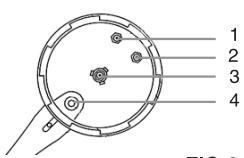

FIG.2
1. Compruebe el correcto funcionamiento de la válvula de seguridad *(4)* y de la válvula de alarma *(3)* presionando en el detector de presión con la varilla *(13)* desde el interior de la tapa. Si el detector cede, es correcto. *(FIG. 2)*